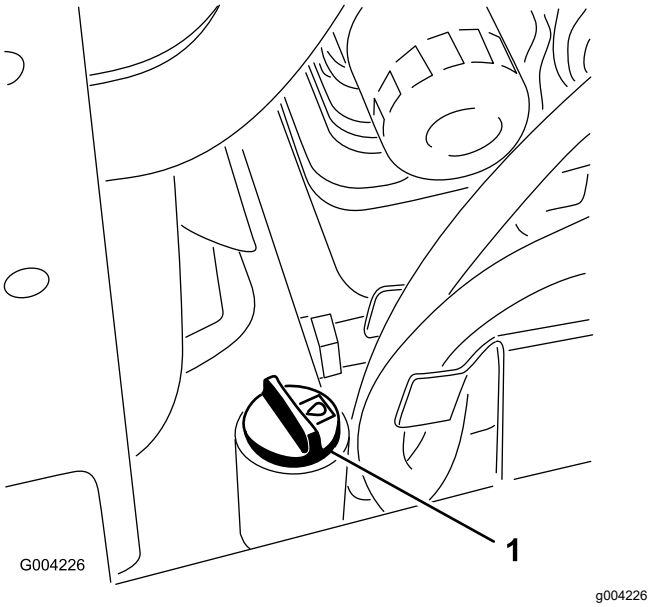

Figura 59
5. Limpie la zona alrededor del cuello de llenado del depósito de aceite hidráulico (Figura 59).